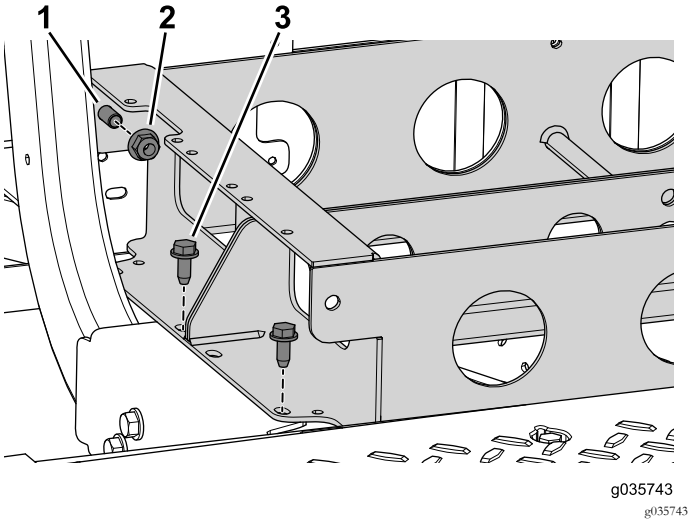

Figura 82
1. Utilizzate i 2 dadi flangiati e i bulloni per fissare tra loro i vassoi della batteria posteriore e anteriore (Figura 82).
2. Utilizzate i 4 bulloni (3/8" x 1") per fissare il vassoio della batteria anteriore alla macchina (Figura 82).